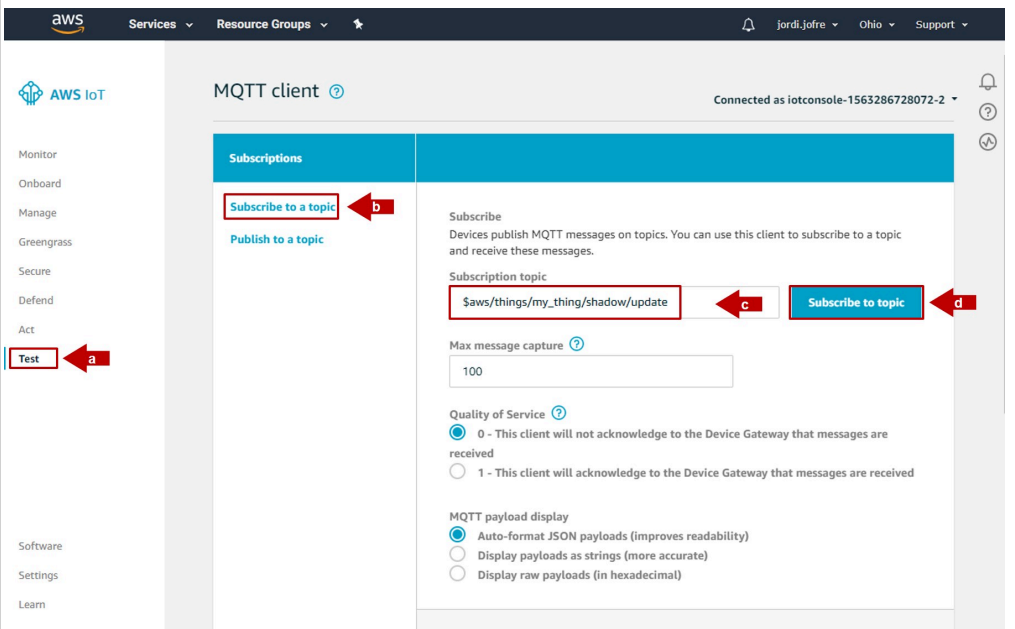

Figure 45. Subscribe to the MQTT topic
1. Subscribe to the MQTT topic from Figure 87. Go to the AWS IoT Core dashboard and follow the steps indicated in Figure 45: